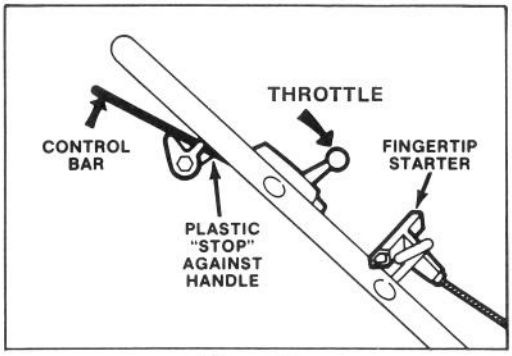

Figure 8
1. CONTROLS – Throttle, control bar and fingertip starter are on upper handle (Fig. 8).
3. STARTING – Move throttle to FAST and squeeze control bar until "STOP" on traction lockout cam contacts handle. Pull fingertip starter out until positive engagement results (Fig. 8); then pull vigorously to start the engine. Regulate throttle as desired when engine starts (Fig. 8). If engine does not start after 2 or 3 pulls, wait 10 seconds for carburetor prime well to refill with gasoline.